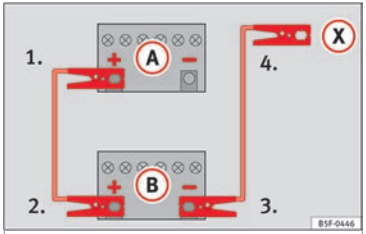

Fig. 75 Diagram of connections for vehicles without Start-Stop system.
2. Connect one end of the *red* jump lead to the positive (+) terminal of the vehicle with the flat battery (A) ››› **Fig. 75**.
3. Connect the other end of the *red* jump lead to the positive terminal (+) in the vehicle providing assistance (B).
4. *For vehicles without Start-Stop system:* connect one end of the *black* jump lead to the negative terminal (–) of the vehicle providing the current (B) ››› **Fig. 75**.